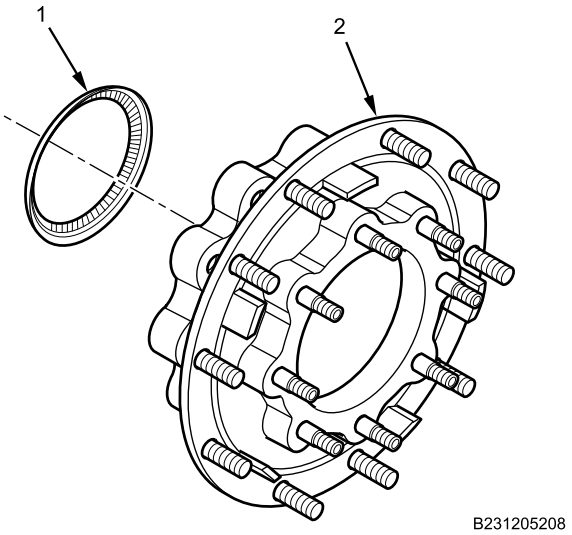

Figure 3. Antilock Brake System (ABS) Ring.
1. Remove ABS ring (Figure 3, Item 1) from rear hub assembly (Figure 3, Item 2).